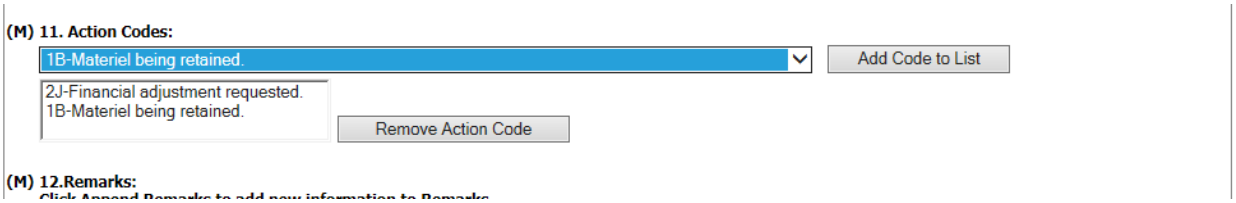

Figure 3.13
s. **Block 11 Action Codes**: The user must enter at least one Action Code before sending an SDR to an Action Point. A list of Action Codes is provided in the Action Code field (Figure 3.13).